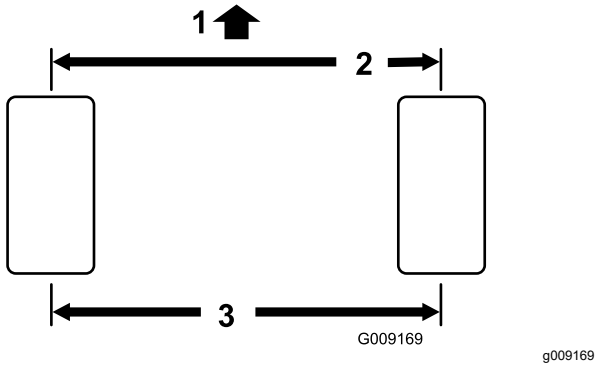

Figuur 48
5. Meet ter hoogte van de as de afstand tussen de voorwielen aan de voorkant en de achterkant van de wielen (Figuur 48).